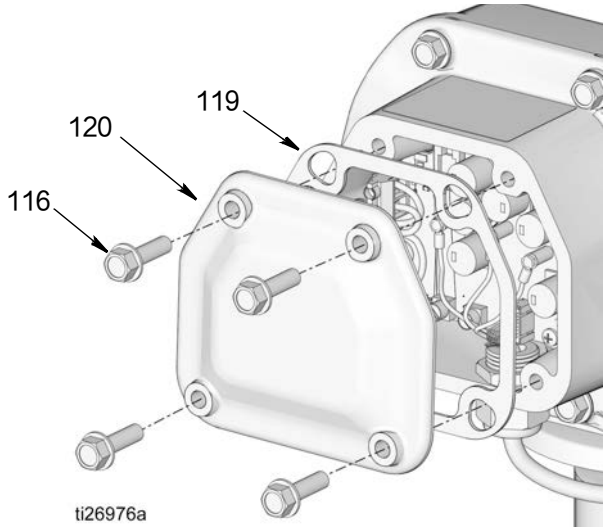

图 72
5. 更换电机控制板垫圈 (119) 和盖子 (120) 以及螺丝 (116)（图 72），小心不要挤压任何电线。拧紧螺丝。用 17 – 19 英尺磅（23 – 25 牛 • 米）的扭力拧紧。